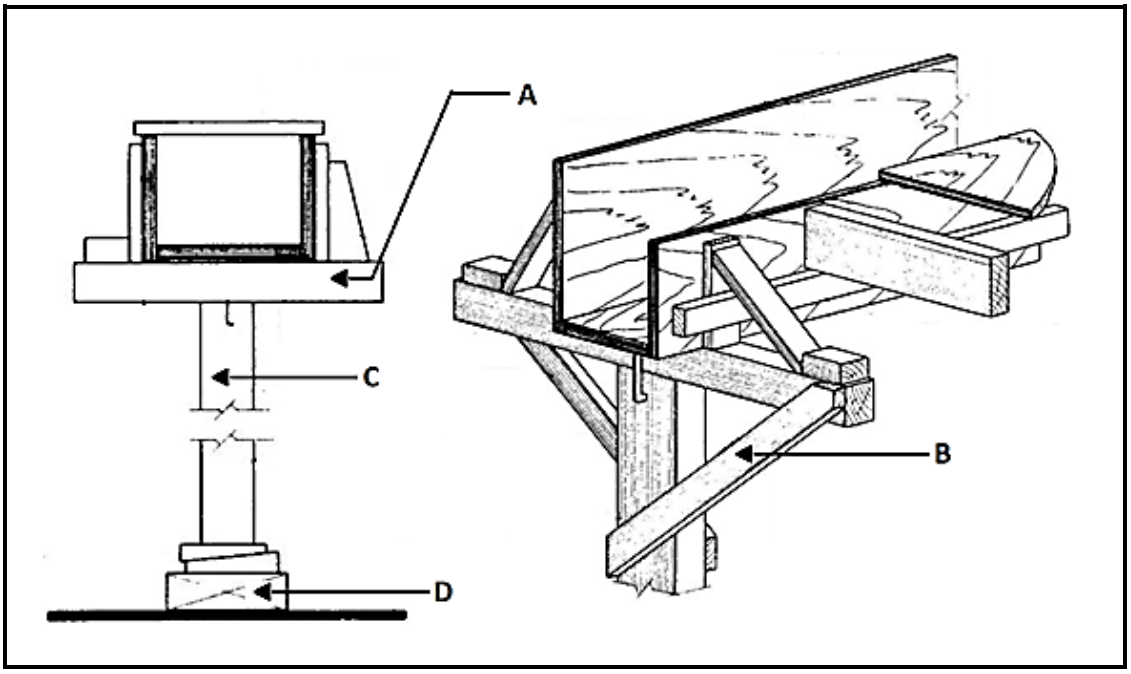

FIGURE 6.2
Name the parts **A** to **D** of the formwork in FIGURE 6.2. (4 x 1) (4)